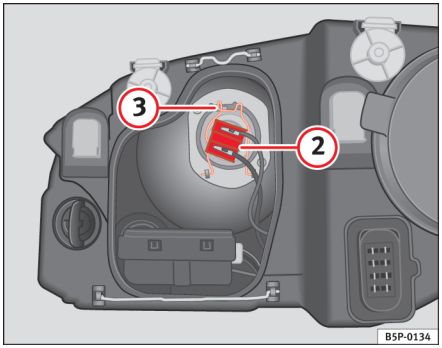

Fig. 161 Nærlys
– Træk stikket ⇒ side 241, fig. 161 (2) af pæren.
– Tag fjederen ⇒ side 241, fig. 161 (3) af ved at trykke den ind og dreje mod højre.